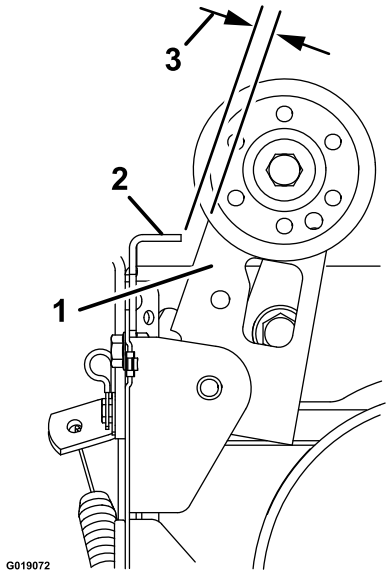

Figure 36
3. Réglez le tendeur jusqu'à obtention d'un écart de 3,2 mm entre l'embrayage du balai et la patte (Figure 36).